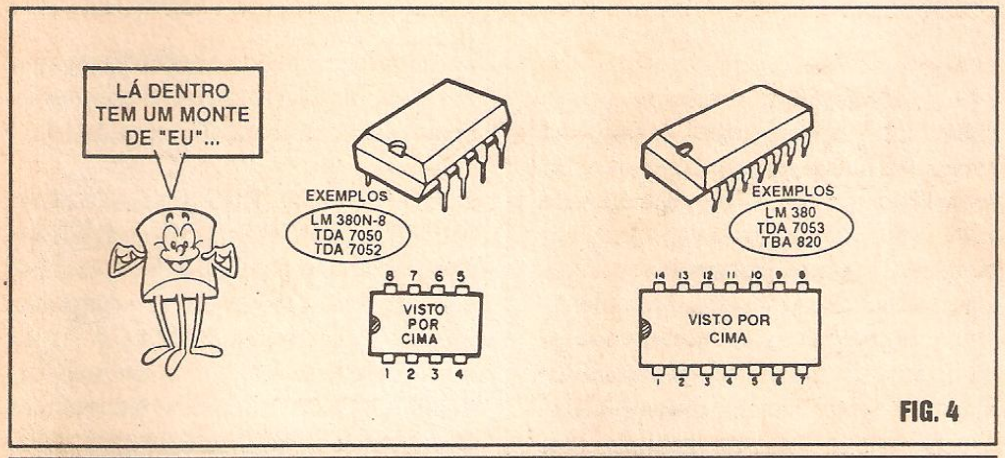
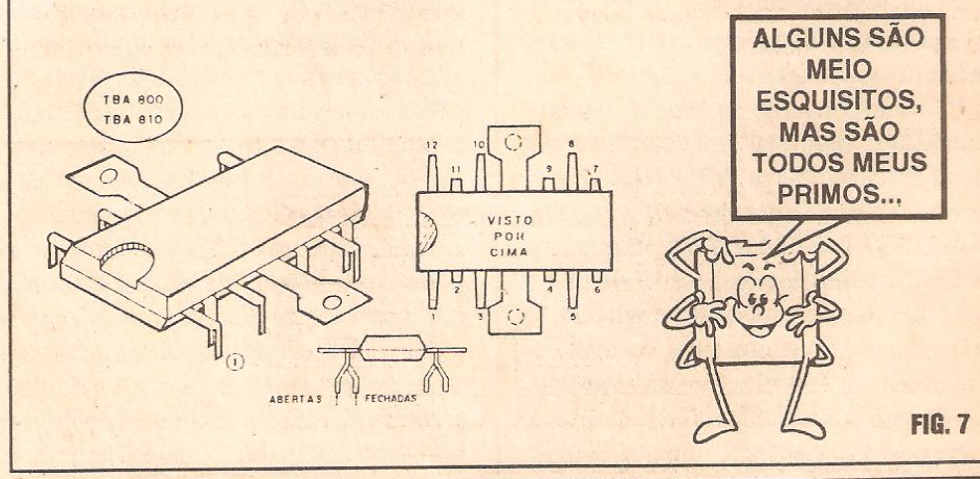

FIG. 4
FIG. 7
- FIG. 4 - ENCAPSULAMENTO DO **IPAs** NÃO MUITO POTENTES... - termo "de Potência" é, obviamente, lativo, já que, no jargão de Eletr Eletrônica, a **Potência**, medida e **Watts**, não é mais do que o produto **Tensão** (em **Volts**) pela **Corrente** (e **Ampéres**). Assim, um circuito ou co ponente submetido a - por exemplo 0,5V e que, sob tal "voltagem", perm o trânsito de uma Corrente de 0,01 estará manejando uma POTÊNCIA 0,005W (cinco milésimos de Watt). Ve então, que "POTÊNCIA" nem sempr sinônimo obrigatório de ... FORÇ GRANDE...
- FIG. 7 - OUTROS ENCAPSULAMENTOS DOS **IPAs**... - Além das ''cascas'' mostradas nas figs. 4, 5 e 6, existem alguns outros ''modelos'' de encapsulamentos/pinagem para os IPAs. A figura mostra **um** desses modelos alternativos dotado de ''asas'' metálicas laterais para o acoplamento termo-mecânico de dissipadores externos, e com terminais **quad in line**, ou seja: em linha ''quadrupla'' já que, embora dispostos filas em ambas as laterais da peça, são ''zigue-zagueados'' através de dobras ou ''joelhos'' de modoque, alternadamente, alguns ficam voltados ''para dentro'' e outros ''para fora'', ao longo do ''corpo'' do IPA. Notem que, nesses casos, a contagem